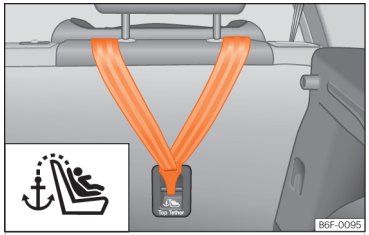

Abb. 37 Rückseite der Rücksitzbank: Halteösen für den Top Tether Haltegurt.
Kindersitze mit dem Top Tether-System sind mit einem Gurt für dessen Befestigung am Verankerungspunkt des Fahrzeugs ausgestattet. Dieser Verankerungspunkt befindet sich im hinteren Teil der Rückenlehne des Rücksitzes (mit dem Symbol gekennzeichnet) und bietet einen besseren Rückhalt ››› (Abb. 37).
- Den Haltegurt verschieben und ordnungsgemäß an der Verankerung des hinteren Teils der Rückenlehne befestigen ››› (Abb. 37).